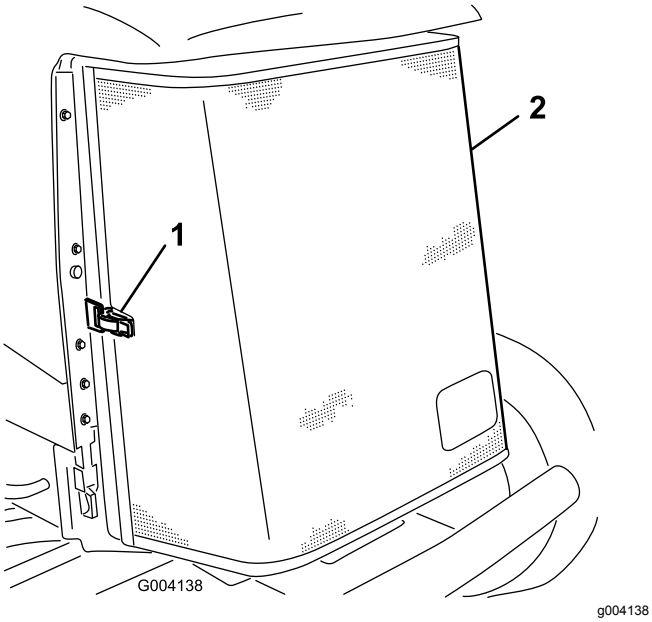

Figuur 95
3. Maak de sluiting los en draai het achterscherm open (Figuur 95).